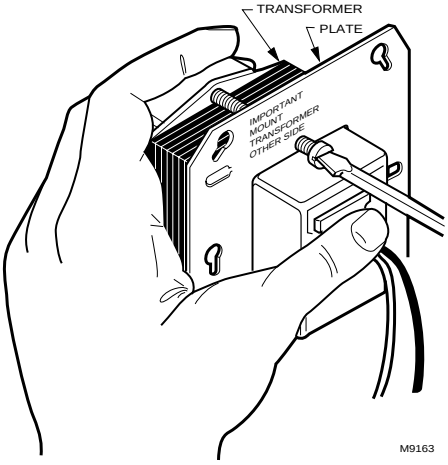

Fig. 7. Secure plate to transformer with mounting screw.
b. Horizontal channel frame. Place frame over laminations as shown in Fig. 7 and bend tabs over to hold transformer securely in place. Mount transformer over 3/16 in. (5 mm) holes in mounting feet.